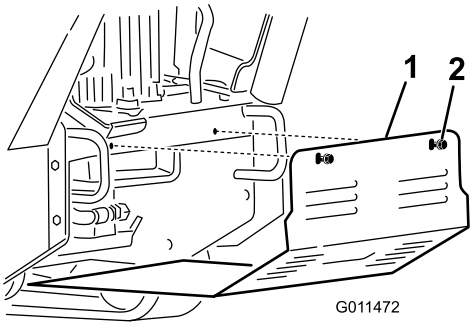

Figuur 26
2. Draai de twee bouten waarmee het onderste scherm bevestigd is één voor één los tot u het scherm kunt wegnemen (Figuur 26).
2. Schuif het onderste scherm zodanig in de machine dat het op de 4 lippen steunt (Figuur 26).